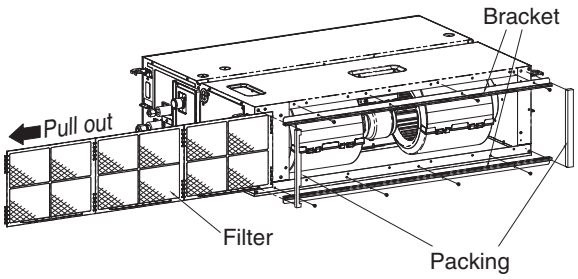

Fig. 2-129
(1) First pull out a filter in the direction of the electrical equipment box in the unit. (Fig. 2-129)
(2) Then remove the seal packing, bracket and filter attached to the side of the air intake port. (Fig. 2-129)
(3) Install the duct (field supply).